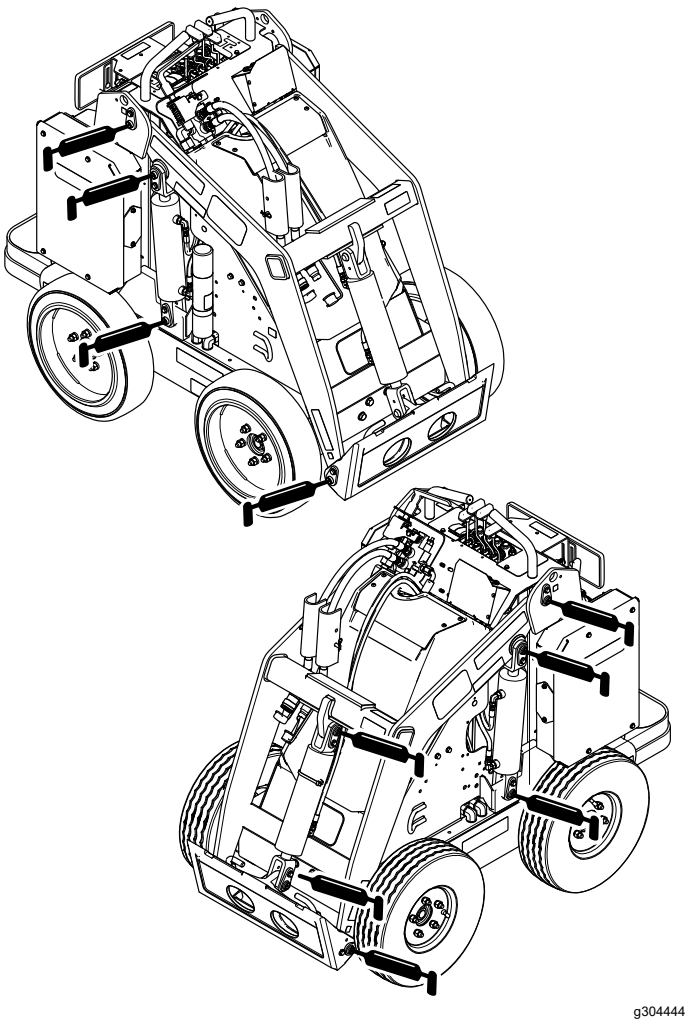

Figuur 30
4. Sluit een smeerpistool aan op elke smeernippel (Figuur 30 en Figuur 31).